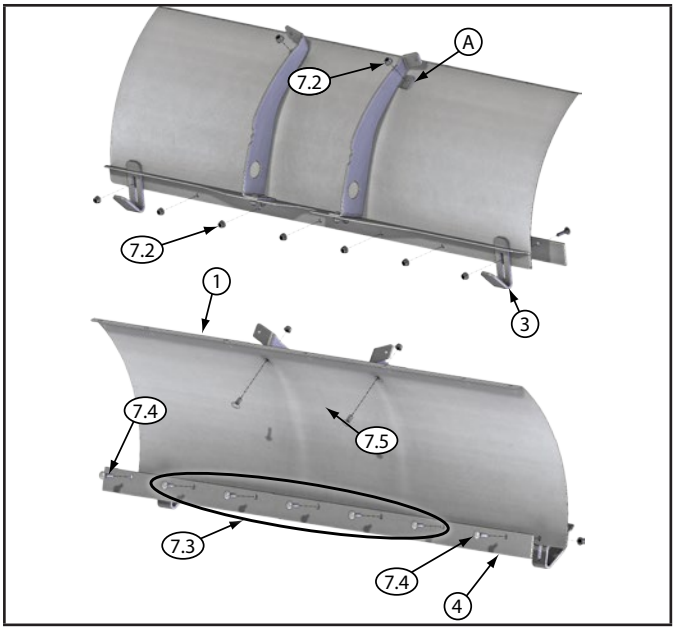

Figura 2 - Instalación de la barra de desgaste, marco y patas
2. Fije el conjunto del marco de la cuchilla a la cuchilla en locación “A” usando pernos de carruaje de cuello corto (7.5) de 6⁄16 × 3⁄4 in. (7.9 × 19.1 mm) y tuercas (7.2). Vea la figura 2.
3. En seguida, fije la barra de desgaste (4) a la cuchilla de arado (1) instalando los cinco pernos de carruaje estandares (7.3) de 5⁄16 × 1 in. (7.9 × 25.4 mm) en el centro a través de la barra de desgaste (4), cuchilla de arado (1), y el soporte de apoyo (2). Asegure los pernos de carruaje con tuercas (7.2) de 5⁄16 in. (7.9 mm). Vea la figura 2.
4. Instale las patas de la cuchilla (3) como se muestra en la figura 2 usando los pernos de carruaje estándares (7.4) de 5⁄16 x 1¼ in. (7.9 × 31.8 mm).